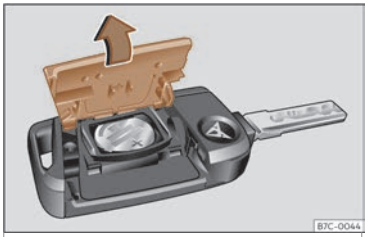

Fig. 67 Chave do vehículo:apertura da tapa do compartimento para a pila.
- Retire a tapa na parte traseira da chave do vehículo››› fig. 67 na dirección da frecha ››› ❗.
- Coloque a tapa como se amosa››› fig. 67 e prema nela na carcasa da chave do vehículo no sentido contrario á frecha ata que encaste.